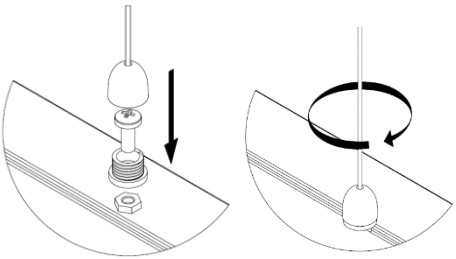

Рисунок 2. Установка крепления для подвесного монтажа.
5.2. Установите крепление тросовый подвес гайки в М4, расположенные в пазе на задней стороне корпуса светильника (см. рисунок 2). Надежно зафиксируйте на корпусе, плотно закрутив винт.